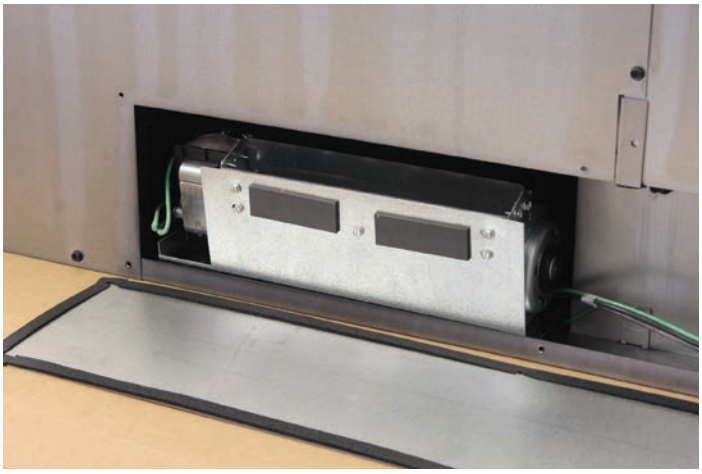

Figure 5
7. Terminez l'installation du ventilateur gauche de façon à ce que l'extrémité gauche du support de la base du ventilateur soit à peu près vis-à-vis de l'extrémité gauche de l'ouverture d'accès. Acheminez le câblage loin de la roue du ventilateur. **Voir la figure 5.**